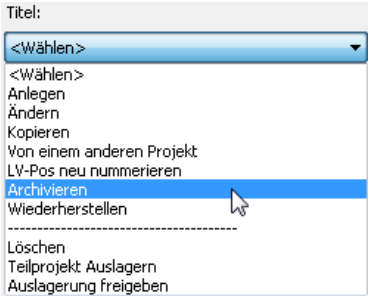

Bild 18.66 – Archivieren eines Titels
- Wählen Sie den zu archivierenden Eintrag – hier den **Titel** *MSR-Technik* des Beispielprojekts MERViSOFT – und rufen Sie über dessen Listenfeld *Archivieren* auf (Abb. 18.66).